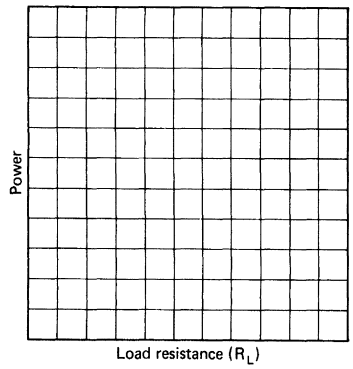

FIGURE 3-12C Graph of R_L versus power.
1. On the graph of Fig. 3-12C, plot the relationship of R_L (horizontal axis) and power (vertical axis) for the values of Fig. 3-12B.